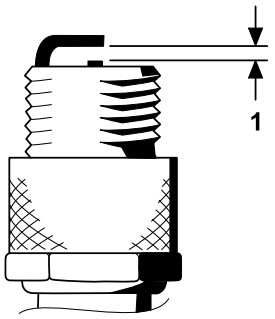

Figur 34
4. Indstil gnistgabet mellem midten og siden af elektroderne til 0,76 mm som vist i Figur 34.